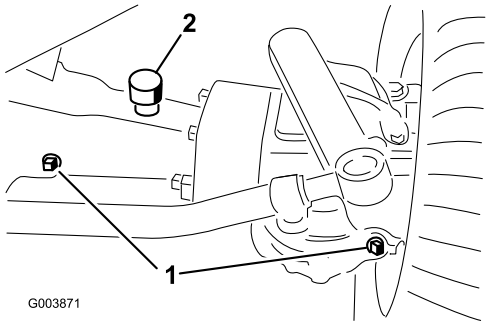
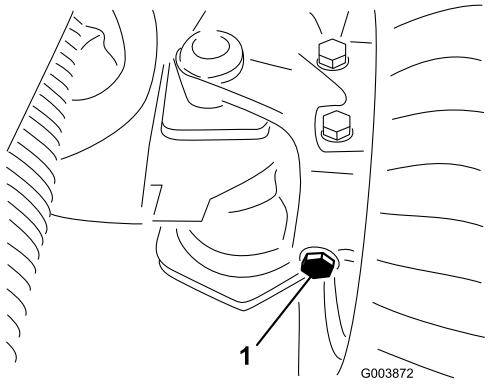

Figur 29
Figur 30
2. Fjern de tre kontrollpluggene fra akselen (Figur 29 og Figur 30), og pass på at det er olje opp til bunnen av hvert hull.